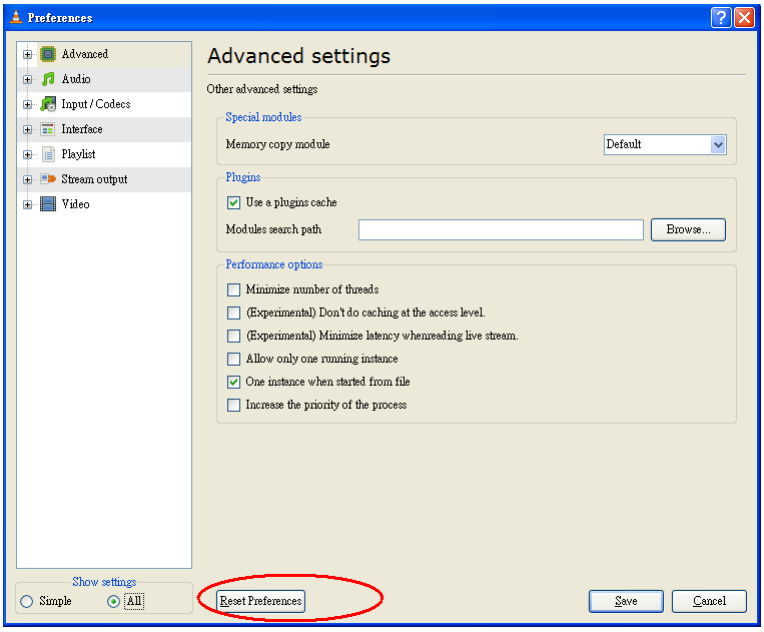

Figure 29. Reset Preferences
2. In the Preferences dialog box, click the 'Reset Preferences' button (see Figure 29). This resets to default settings.